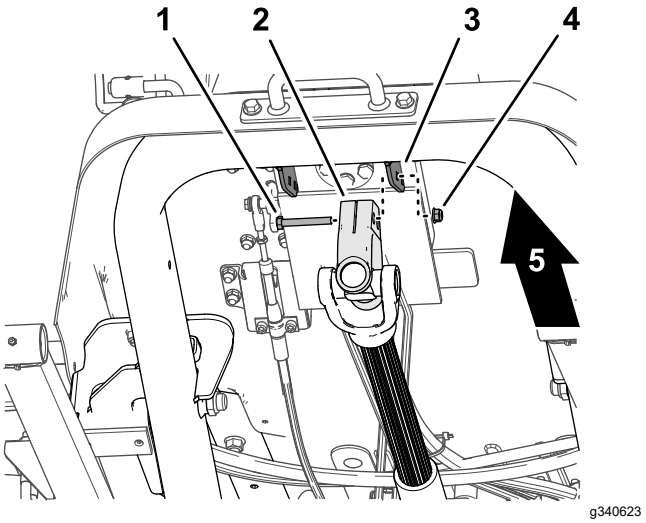

Figura 17
1. Sostenendo l'albero di trasmissione, rimuovete il bullone senza dado e il dado di bloccaggio che fissano la forcella dell'albero di trasmissione alla staffa per il montaggio della valvola del volante (Figura 17), e abbassate con cautela l'albero di trasmissione.